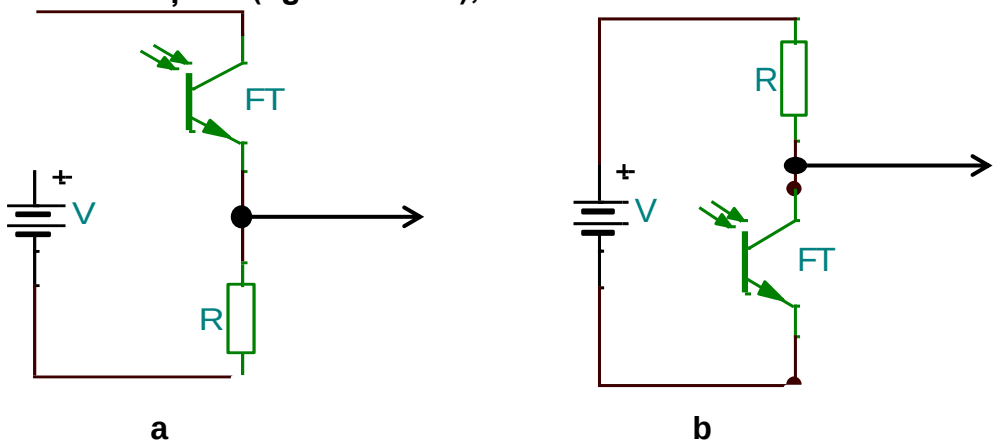

Figura 8.19 Conectarea unui fototranzistor în circuit
- **Fototranzistorul poate fi activat la prezența luminii situație în care rezistorul se conectează în emitor și semnalul de comandă se culege dintre emitor și ”masa” montajului (figura 8.19. a);**
- **Fototranzistorul poate fi activat la prezența întunericului situație în care rezistorul se conectează în colector și semnalul de comandă se culege dintre colector și +V (figura 8.19. b);**